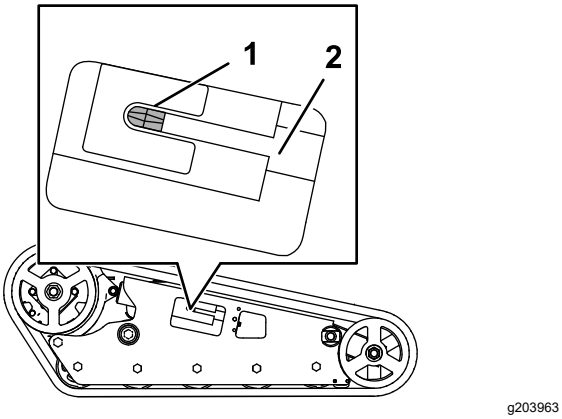

Figura 67
15. Gire el tornillo tensor en sentido antihorario hasta que esté apretado del todo (Figura 67).